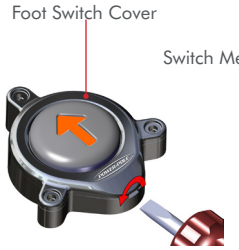

Figure 1
STEP 2: Remove **Foot Switch Cover** using a Flat-Tip Screwdriver. **FIG. 1**